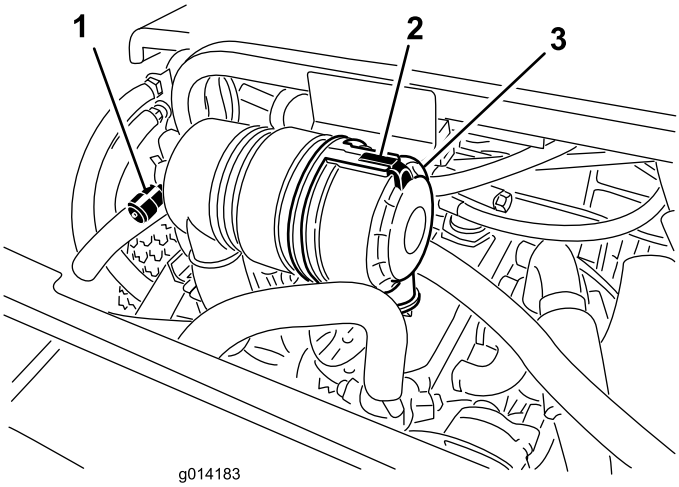

Figur 32
Efterse kun luftfilteret, når serviceindikatoren (Figur 32) viser, det er nødvendigt. Hvis du udskifter luftfilteret, før det er nødvendigt, øger du blot risikoen for, at der kommer snavs ind i motoren, når filteret afmonteres.
1. Åbn låsen, der fastgør luftfilterdækslet til luftfilterhuset (Figur 32).